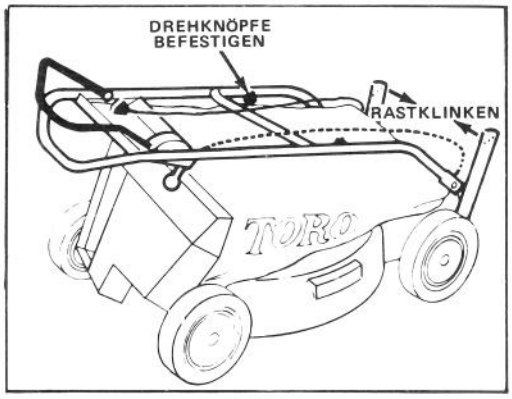

Bild 1
1. Griffstangen ausrichten und Drehknöpfe befestigen (Bild 1). Rastklinken leicht gegeneinander biegen (Bild 1).